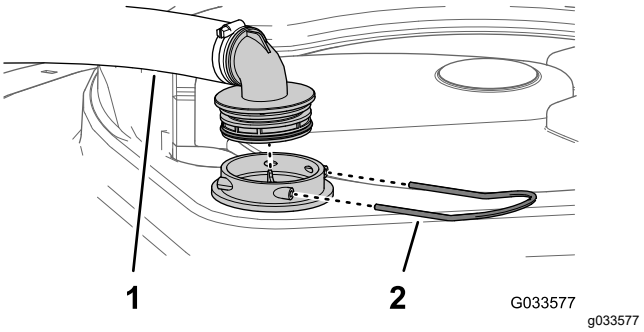

**Figura 59**
2. Na parte superior do tanque do pulverizador, remova o retentor que prende o encaixe da mangueira ligada à mangueira grande do compartimento do filtro (Figura 59).
3. Remova a mangueira e o encaixe da mangueira do compartimento do filtro (Figura 59).